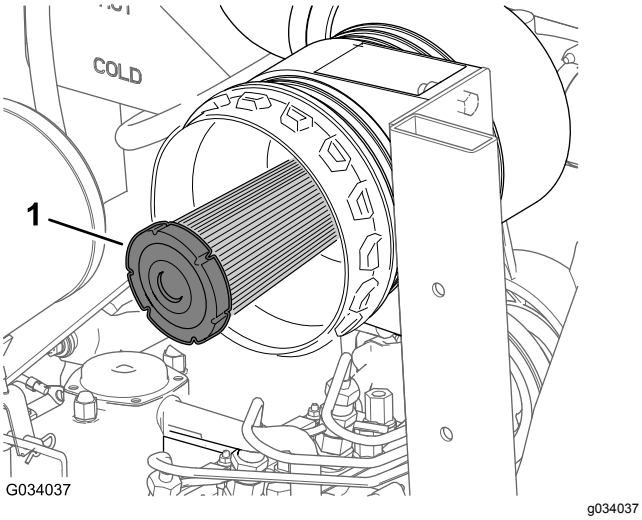

Figuur 47
2. Controleer het veiligheidsfilter op de aanwezigheid van stof en vuil (Figuur 47).
Belangrijk: **Probeer nooit het veiligheidsfilter te reinigen (Figuur 47). Plaats steeds een nieuw veiligheidsfilter als het voorfilter 3 onderhoudsbeurten heeft gehad.**